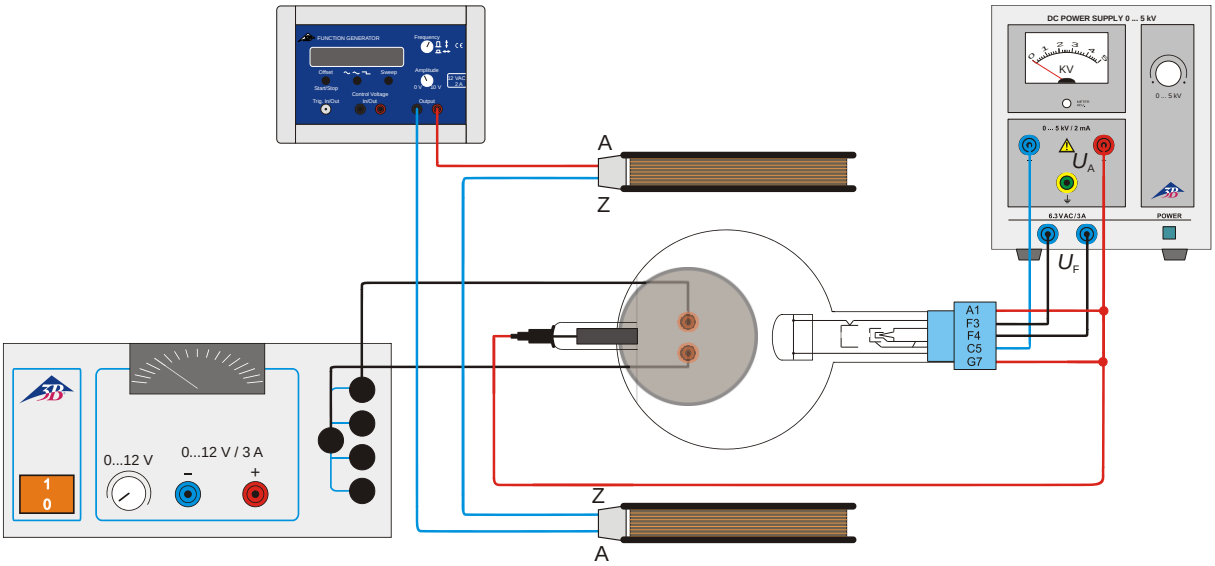

Fig. 5 Ablenkung in gekreuzten magnetischen Wechselfeldern (Lissajous-Figuren)
- Beschaltung gemäß Fig. 5 vornehmen.